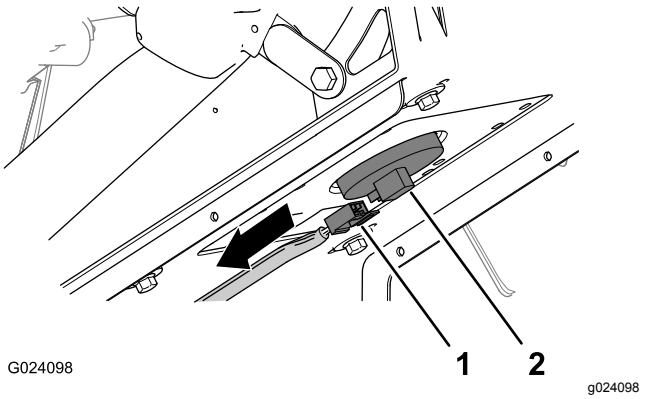

Figuur 3
1. Ontkoppel de connector met 2 contacten van de machinekabelboom die aan de aansluiting van de stoelschakelaar gekoppeld is (Figuur 3).